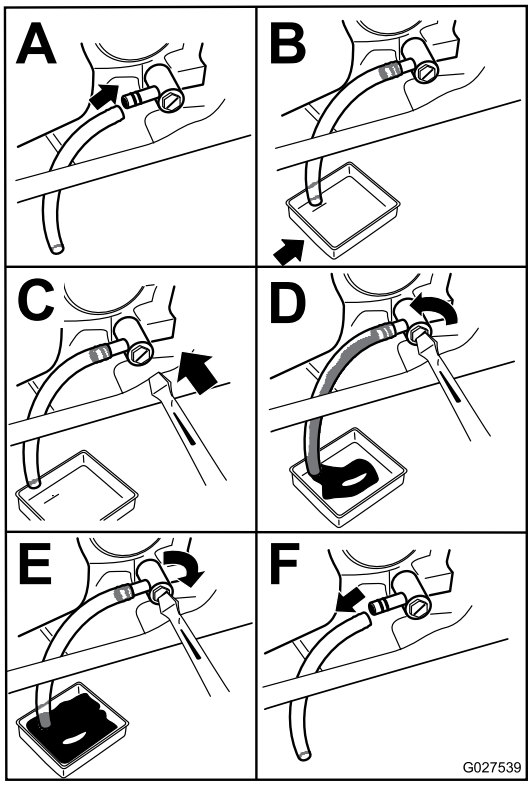

Figur 40
3. Stop motoren, fjern nøglen, og vent, til alle bevægelige dele er standset, før du forlader betjeningspositionen (Figur 40).